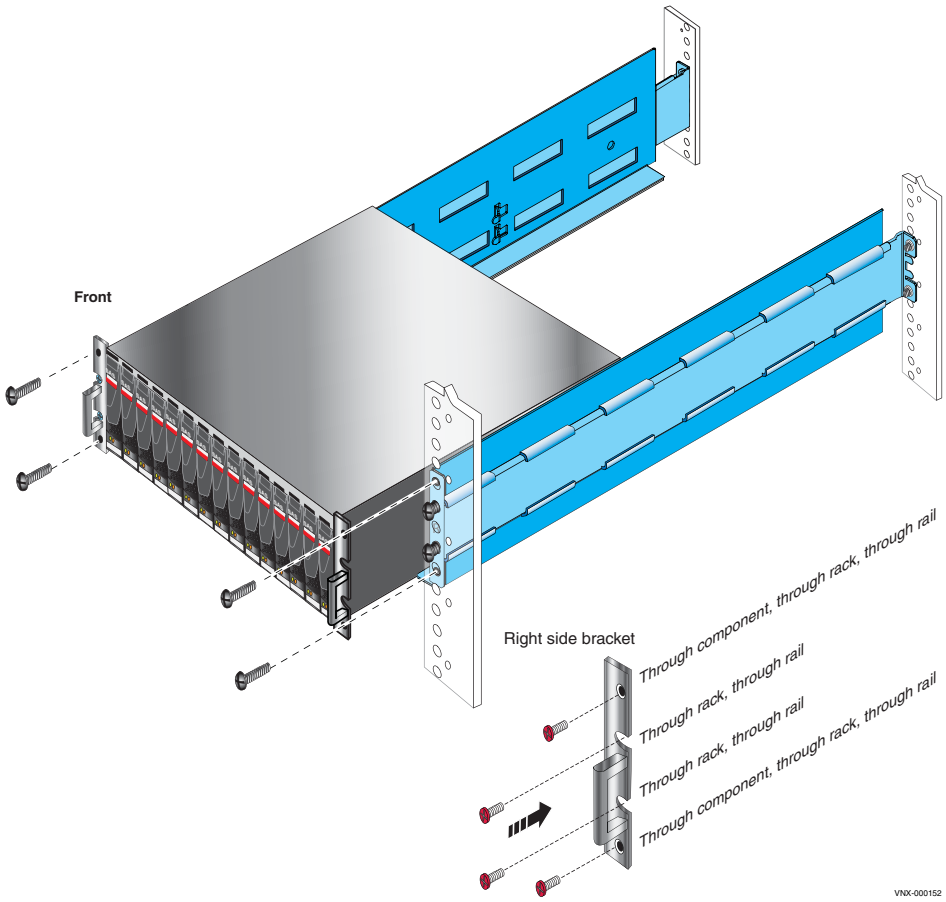

**Figure 38** Installing a 3U DAE in the cabinet
1. Slide the DAE into the cabinet until the tabs on the rails are inserted into the component. Ensure that the enclosure is fully in the cabinet as shown in Figure 38. The rail stops in the back will seat into the back of the enclosure at the correct depth, and the front of the enclosure will be flush with the cabinet face.